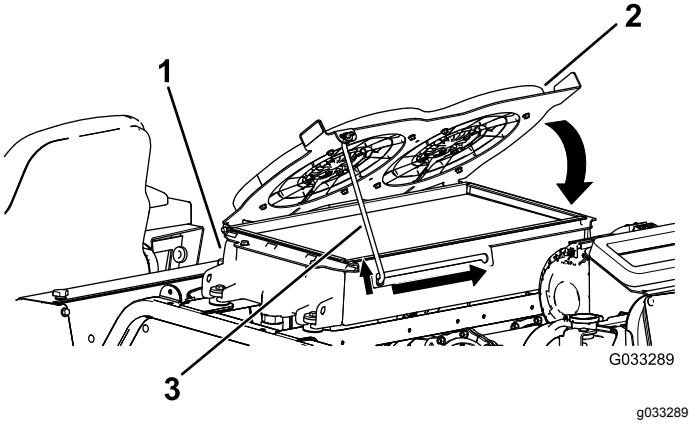

**Figur 123**
4. Drej hydraulikkøleventilatorerne nedad og sæt støttepinden fast i hakket (Figur 123).